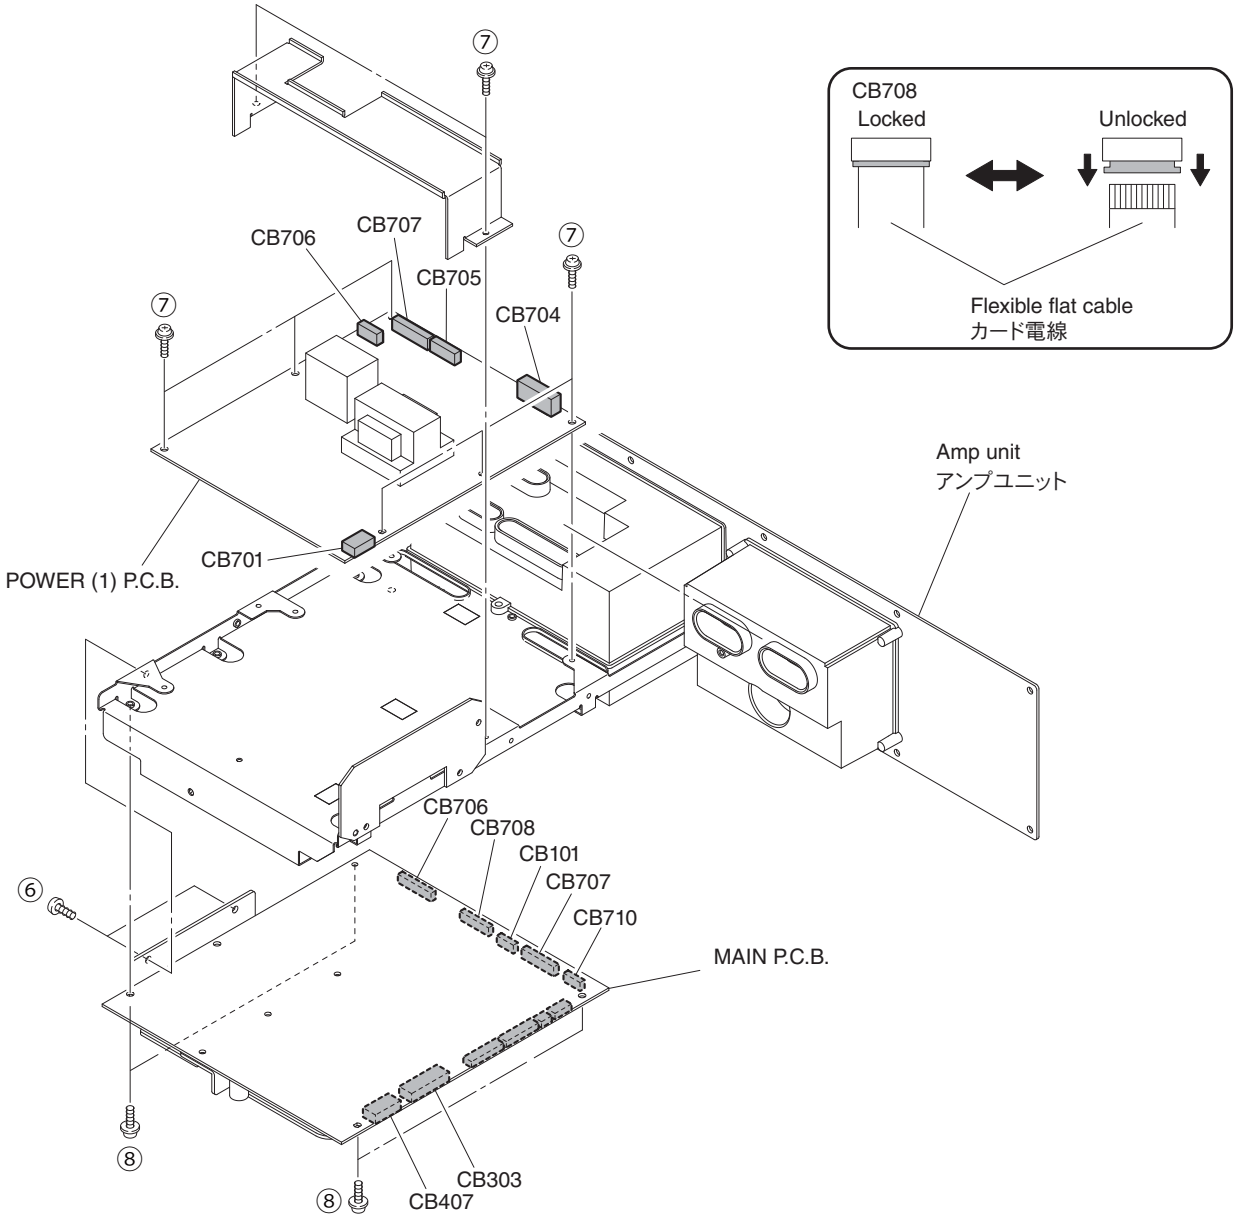

Fig. 2
3. Removal of POWER (1) and MAIN P.C.B.s
a. Remove 2 screws (⑥) and 6 screws (⑦). (Fig. 2)
b. Remove CB701 and CB704–707 on POWER (1) P.C.B. (Fig. 2)
c. Remove the POWER (1) P.C.B. (Fig. 2)
d. Remove 4 screws (⑧). (Fig. 2)
e. Remove CB101, CB303, CB407, CB706, CB707 and CB710 on MAIN P.C.B. (Fig. 2)
f. Unlock and remove CB708. (Fig. 2)
g. Remove the MAIN P.C.B. (Fig. 2)
a. ⑥ のネジ 2 本、⑦ のネジ 6 本を外します。（Fig. 2）
b. POWER（1）P.C.B. の CB701、CB704–707 を外します。（Fig. 2）
c. POWER（1）P.C.B. を外します。（Fig. 2）
d. ⑧ のネジ 4 本を外します。（Fig. 2）
e. CB101、CB303、CB407、CB706、CB707、CB710 を外します。（Fig. 2）
f. ロックを外し、CB708 を外します。（Fig. 2）
g. MAIN P.C.B. を外します。（Fig. 2）